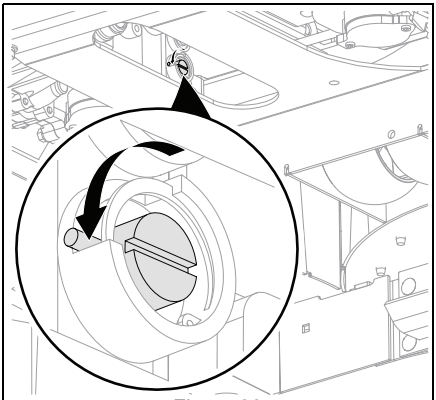

Figure 33
5. Turn both transaxle bypass valves one-quarter turn with a flathead screwdriver or similar tool so the slot in the valve is horizontal and in the operating position. See Figure 33.